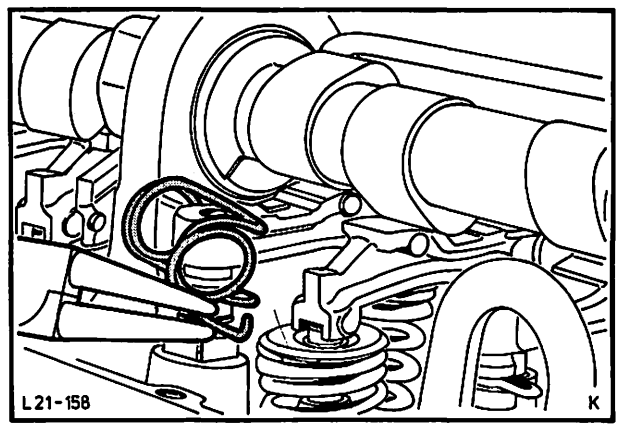

Abb. 226 Schlepphebel mit Haltefedern sichern
18. Schlepphebel mit Haltefedern sichern, Abb. 226. Ventilspiel einstellen, dazu Spezialwerkzeug 21-004-A benutzen (siehe Arbeits-Positions-Nr. 21 213 „B"-Motor).